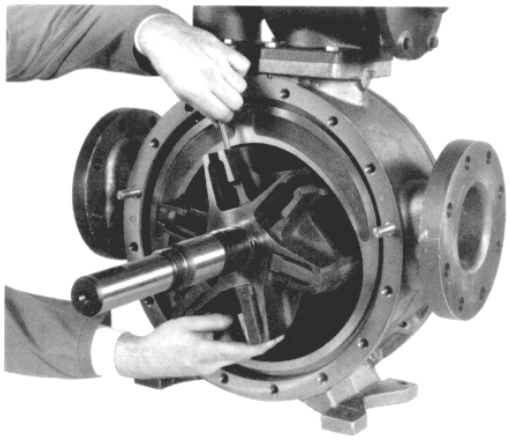

Figure 11
b. Keep part of the rotor (13) outside the casing (12) such that the three bottom vanes (14)(rounded edge outward) can be inserted into the rotor slots and held in place while all three push rods (77) are inserted. See Figure 11.
c. The rotor and shaft (13), with the three bottom vanes (14) installed, can now be **fully** inserted into the casing (12).
d. Install the remaining vanes (14) in the top positions of the rotor.